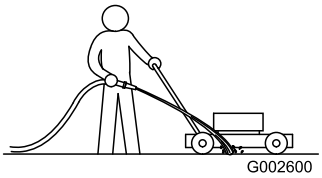

Figur 32
1. Mens motoren går og klipperen står på en flat, asfaltert, rett en vannstråle mot **høyre** bakhjul (Figur 32).